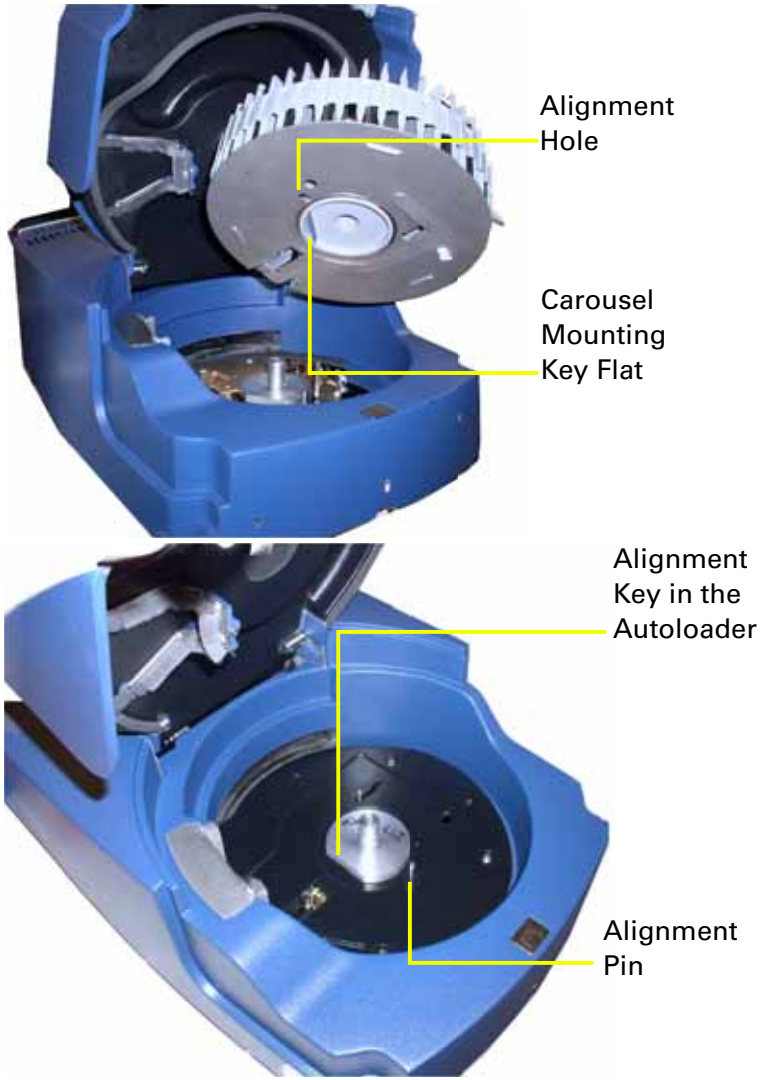

Figure L.19
1. Load the carousel into the AutoLoader by inserting the carousel into the AutoLoader and turning the carousel until the alignment pin seats into the alignment hole **(Figure L.19)**.